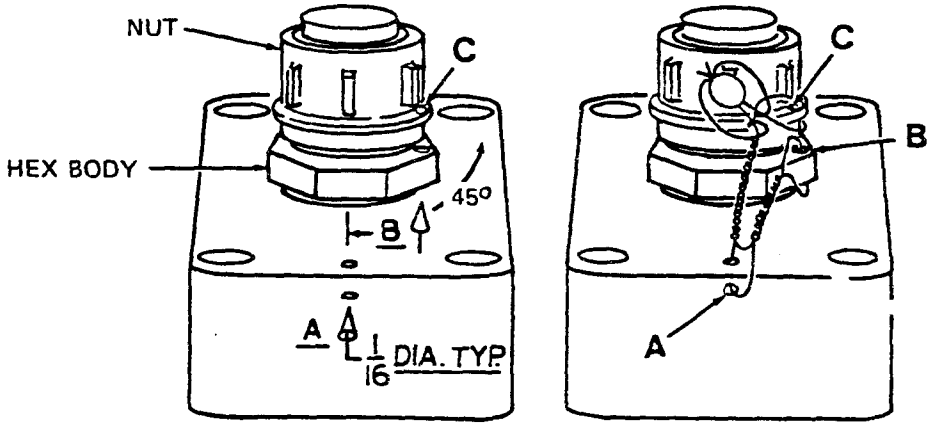

Figure 10. Safety Seal Installation
j. Tighten the cable grip and secure it to the terminal housing as follows (see figure 10):
(1) Tighten the cable grip hex body. Drill a 1/16-inch diameter hole B in the hex body approximately 45 degrees counterclockwise from hole A in the terminal housing. If the cable grip is being reused, the old hole may be reused if it is in the correct location.
(2) Insert the seal wire through hole B and equalize the wire length. Twist the wire ends approximately 10 turns and insert one end of the wire through hole A. Draw tight and twist the wire ends approximately 10 turns.